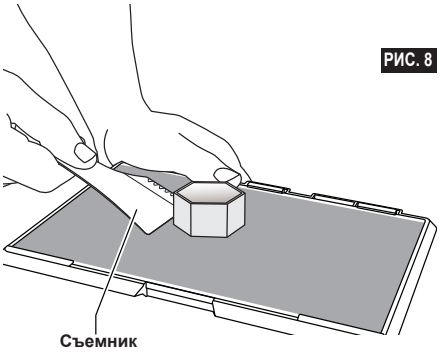

РИС. 8
3. Отделите созданный предмет от платформы. При необходимости используйте для съема предмета с технологической платформы специально предназначенный для этого инструмент (рис. 8). При желании при отделении предмета от платформы пленку можно снять. Затем пленку можно будет снять с предмета.